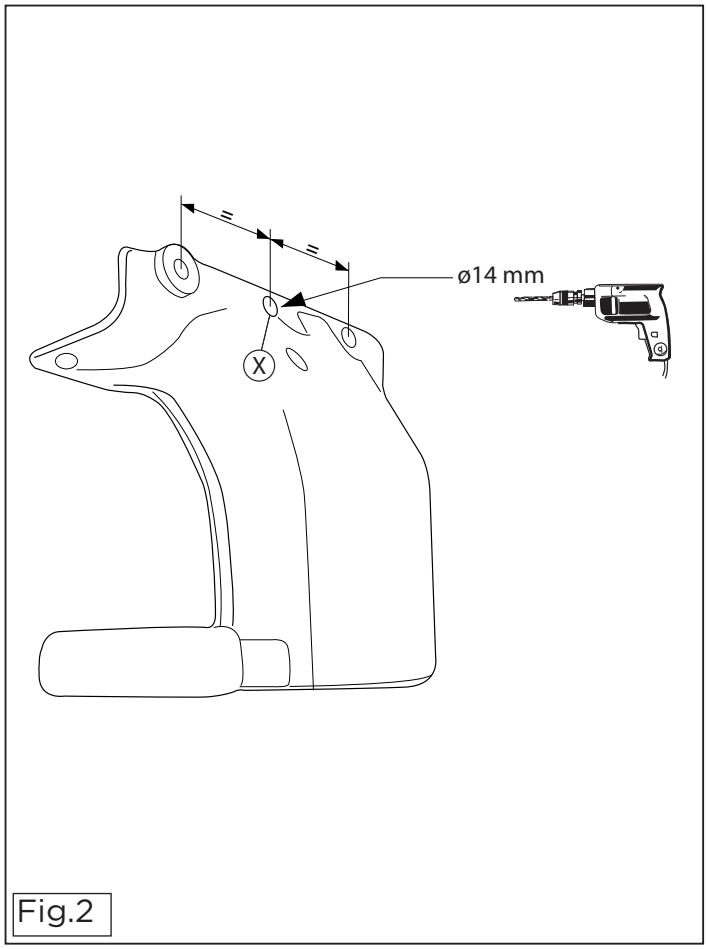

Fig.2
4. As shown in figure 2, drill a 14mm hole at point X.
4. Bohren Sie, wie in Abbildung 2 angegeben, ein 14 mm großes Loch an Punkt X.
4. Percer conformément à la figure 2 un trou de 14mm à l'emplacement du point X.
4. Bor ifølge fig. 2 et hul på 14mm ved punkt X.
4. Просверлить отверстие диаметром 14 мм в точке X, как указано в рис. 2.